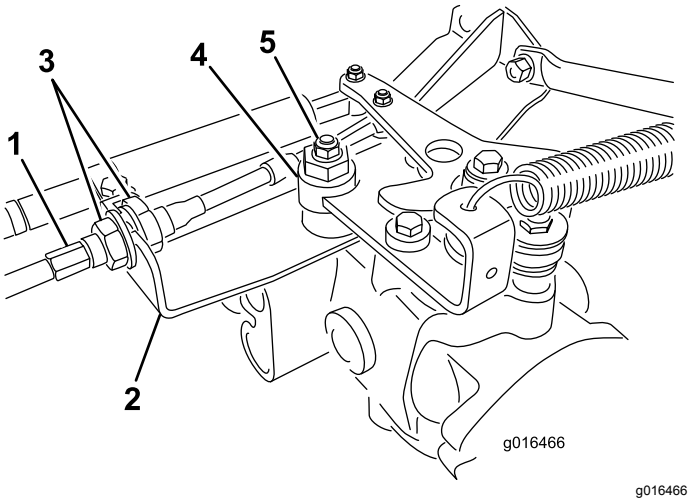

Figur 43
A. Lossa båda kontramuttrarna som säkrar drivkabeln till motorväggen på hydrostaten (Figur 43). Se till att lossa kontramuttrarna lika mycket och tillräckligt för att kunna göra en justering.
B. Lossa muttern som fäster excenterbulten på hydrostatens ovandel (Figur 43).
D. Vrid excenterbulten tills maskinen inte kryper i någon riktning. När hjulet slutar rotera drar du åt muttern som låser excenterbulten och justeringen (Figur 43).
E. Dra åt låsmuttrarna **jämnt** på båda sidor om motorväggen och säkra drivkabeln på motorväggen (Figur 43). Vrid inte kabeln.